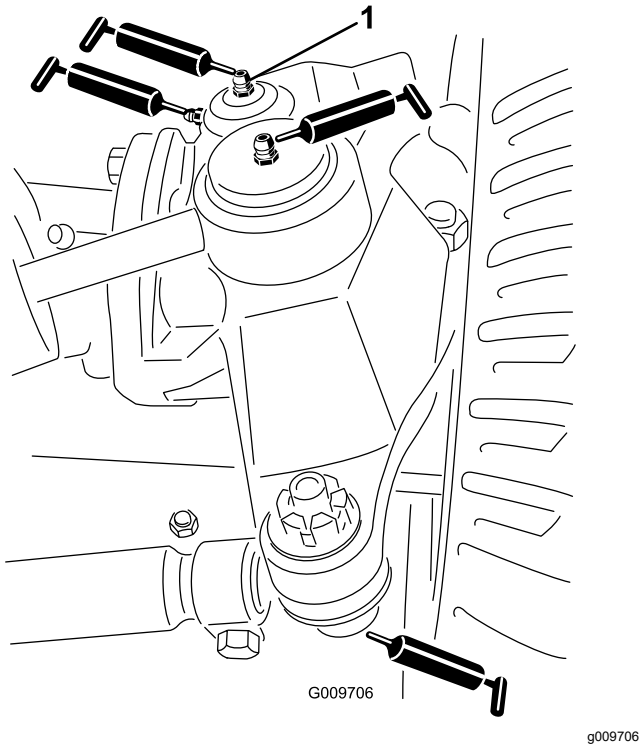

図 66
- ステアリングシリンダのボールジョイント 2ヶ所 図 66
- タイロッドのボールジョイント 2ヶ所 図 66
- キングピンのブッシュ2ヶ所 図 66。**但しキングピン上部は1 年に1 回のみポンプ2 回押しのみとする。**